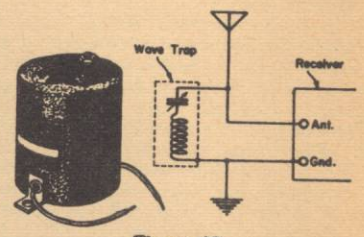
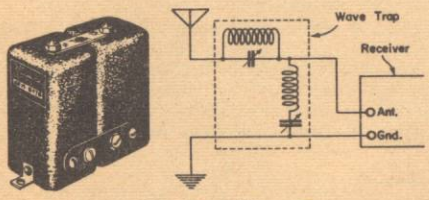

Figure 18
**Figure 21 Dual Wave Trap**
The cure for such trouble is either to use a first tube which has less tendency to cross modulate, such as a variable Mu remote cutoff tube, or to reduce the amount of interfering signal by any one of the following means: (1) Install an appropriate wave trap such as shown in Fig. 18 over A, tuned to the frequency of the interfering station. (2) If the primary circuit is reasonant near the frequency of the interfering stations, change the resonant frequency by a 100- to 200-mmfd. condenser connected either in series with the antenna or connected between the antenna and ground posts of the receiver (3) Shorten the antenna, if long. (4) If a low-impedance antenna coil is used and the interfering station is at the high-frequency end of the dial, install a new antenna coil with high-impedance primary. (5) Connect a resistance across the antenna and ground terminals of the receiver using a value satisfactory for reducing the effect, usually 1000 to 3000 ohms.
Where "Image" interference is experienced from only one local station, a wave trap can be connected to remove that interference. If, as is sometimes the case, the desired station is an important out-of-town station and the interfering image station is a powerful local transmitter, it may be necessary to employ a double wave trap such as shown in Fig. 21 which gives extreme attenuation to a narrow band of frequencies.
Reception of undesired stations on or near the intermediate frequency is caused by inadequate attenuation to IF ahead of the first detector. Usually, two-gang superheterodynes only are troubled with this type of interference, but occasionally even three-gang receivers will exhibit this type of trouble when close to such interfering stations. The usual remedy is the use of a wave trap of the type shown in Fig. 18 which may be adjusted to the intermediate frequency of the receiver if the interference is weak, or the use of a two section trap similar to the two section image trap illustrated in Fig. 21 if the interference is bad.